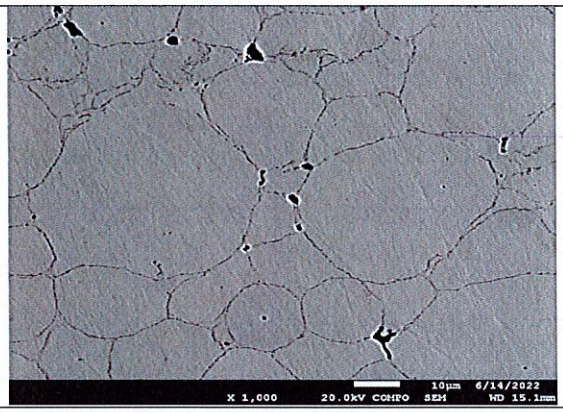

Figure 4 : Photographie obtenue en microscopie
5. Décrire la photographie de la Figure 4 en indiquant le type d'électrons utilisés, justifier votre réponse.
6. A partir de l'analyse chimique réalisée sur l'échantillon observé Figure 4, représenter le spectre de fluorescence X attendu entre 0 et 10KEV en indiquant la position et la nature des transitions des éléments présents dans ce système.